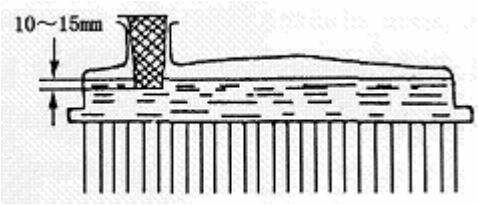

Рис. 5-1
4. Проверить уровень охлаждающей жидкости (Рис. 5.1).